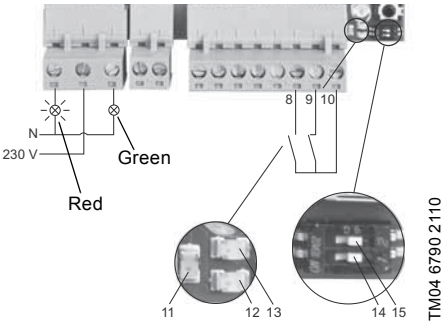

**Fig. 10** Detection of overflow
See fig. 10.
The green indicator light indicating normal operation is off. LED1 (pos. 11) flashes. The number of flashes indicates the current alarm. See section *7.1.1 System alarms and warnings* and fig. 10.